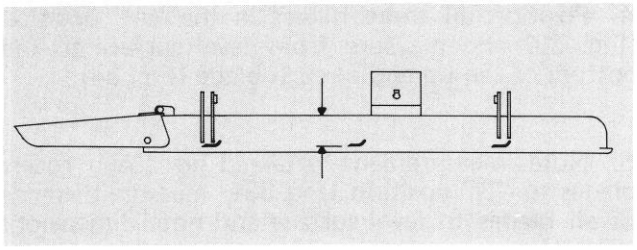

Figure 29
2. Rotate blade until the ends face forward and backward (Fig. 29). Measure from inside of cutting unit to cutting edge at front of blade (Fig. 29), and remember this dimension.